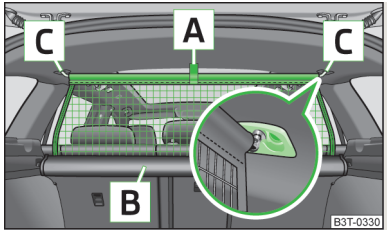
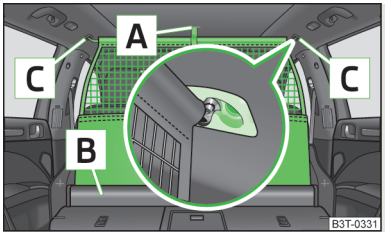

Fig. 101
Fig. 102
- Ensure that the cross rod is inserted into the mounts C » Fig. 101 on page 95 or » Fig. 102 on page 96 in the front position!
› Pull the net partition by the tab A » Fig. 101 in the direction of the fasteners C.
› First pull the cross rod back slightly on the one side and then on the other side and remove it from the mounts C » Fig. 101.
› Pull the net partition by the tab A » Fig. 102.
› First pull the cross rod back slightly on the one side and then on the other side and remove it from the mounts C » Fig. 102.